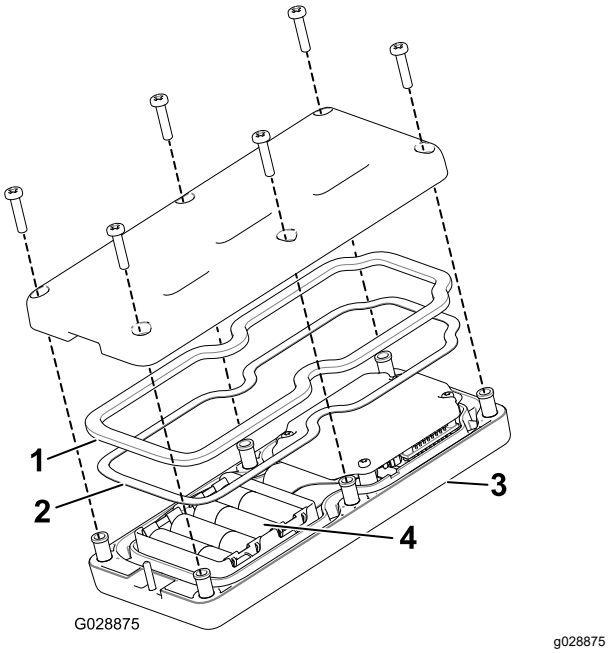

Figur 42
3. Fjern de seks skruene på baksiden av fjernkontrollen, og ta av dekslet (Figur 42).
5. Koble batteriene til korrekte poler. Batterirommet har merker for polaritet for hver pol (Figur 42).
6. Hvis du utilsiktet fjerner gummitetningen og stålpakningen, må du forsiktig legge dem på plass i kanalen i den håndholdte fjernkontrollen igjen (Figur 42).
7. Sett dekslet på plass og fest det med de seks skruene du fjernet tidligere (Figur 42), og stram til med et moment på 1,5 til 1,7 Nm.